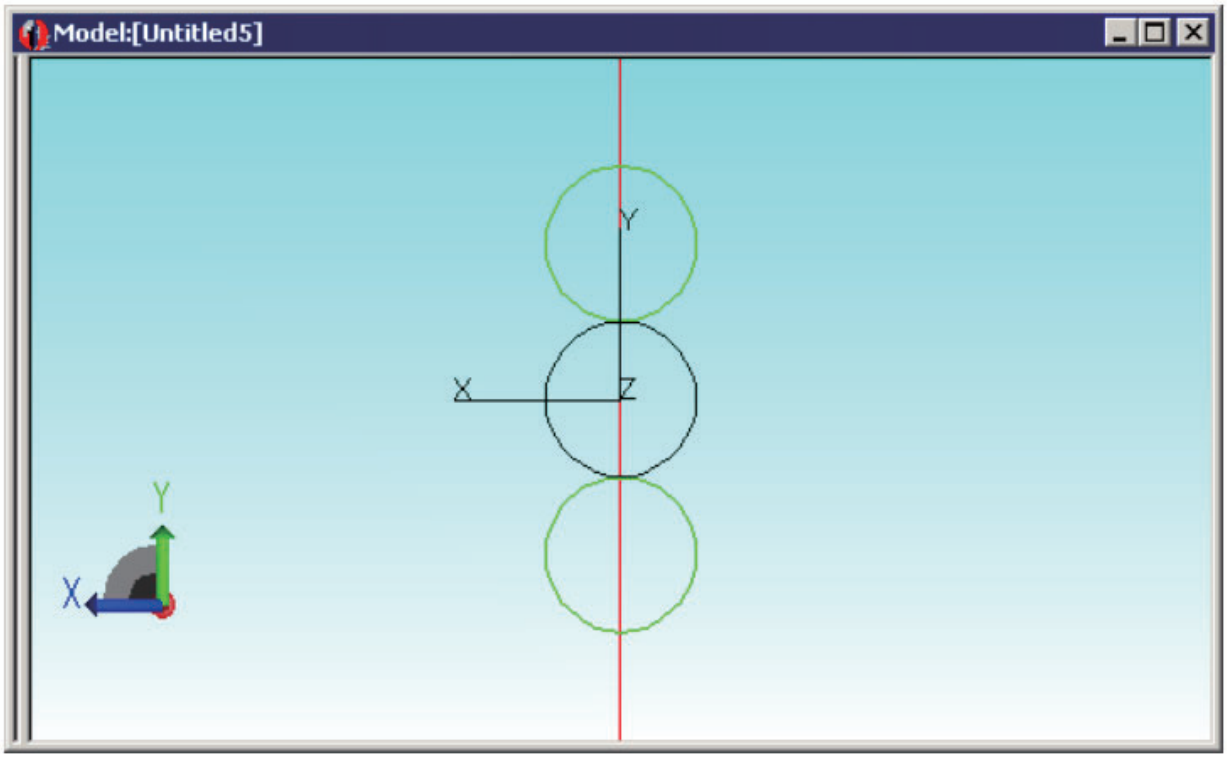

FIGURE 9.43 - XY Profile of Linear Lens Array.
13. 底部のレンズがハイライト表示されていない場合は、底部のレンズを選択します。図 9.43 を参照してください